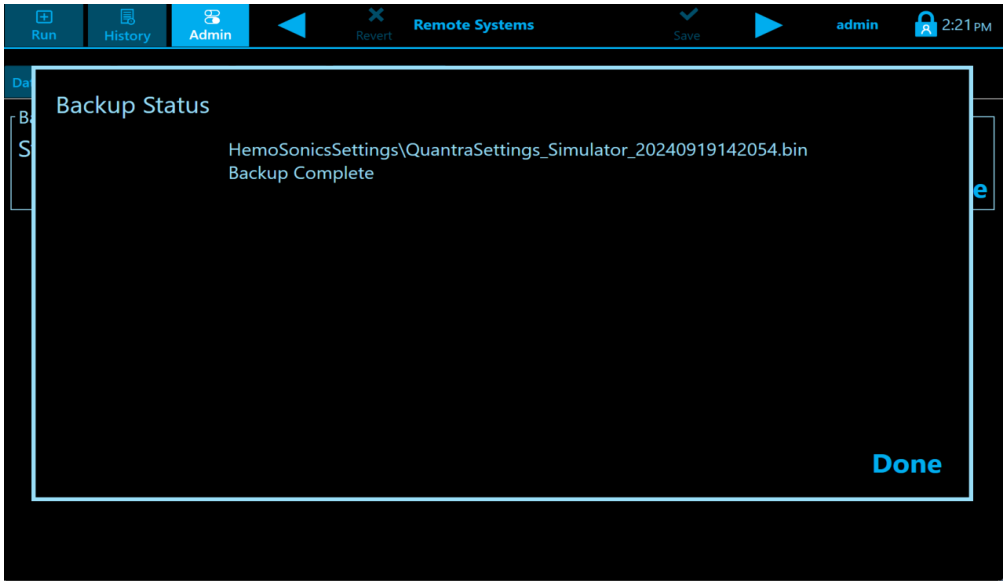

Figure 75. Backup Status Screen with Filename
3. Click on the “OK” button. A screen appears with the title of the backup file (Figure 75). Press “Done” when finished.